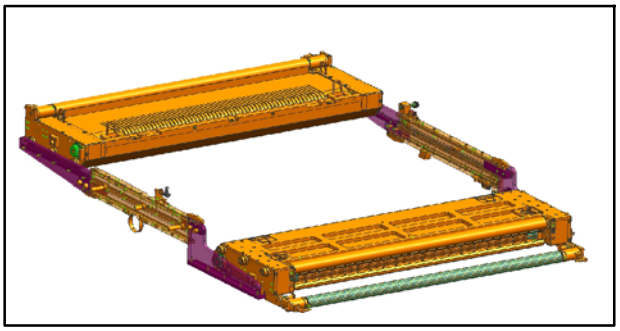

Fig. 89 Cassettes en position de dépose, vue du côté enrouleur
1. Tirer les cassettes Fig. 89) en position de dépose - voir le chapitre 12.7.4